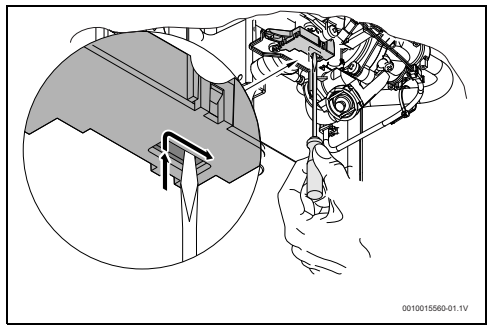

Fig. 23 Rearme do micro-interruptor
▶ Posicionar o micro-interruptor conforme Fig 23.